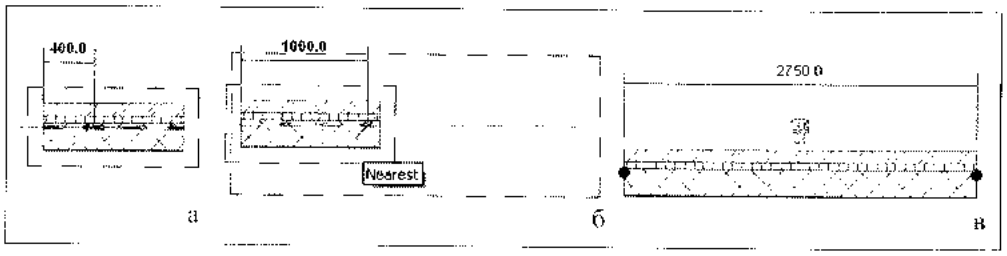

Рис. 10.17. *Масштабирование графическим способом*
4. Если в пункте 3 был выбран способ *Graphical*, указать длины первого (рис. 10.17,а) и второго масштабного вектора (рис. 10.17,б), начала которых автоматически связываются с выбранной неподвижной точкой. Размеры выбранного элемента изменяются согласно масштабному коэффициенту, равному отношению второго вектора к первому вектору. Для точного задания длин векторов можно использовать временные размеры, вводя их значения с клавиатуры.